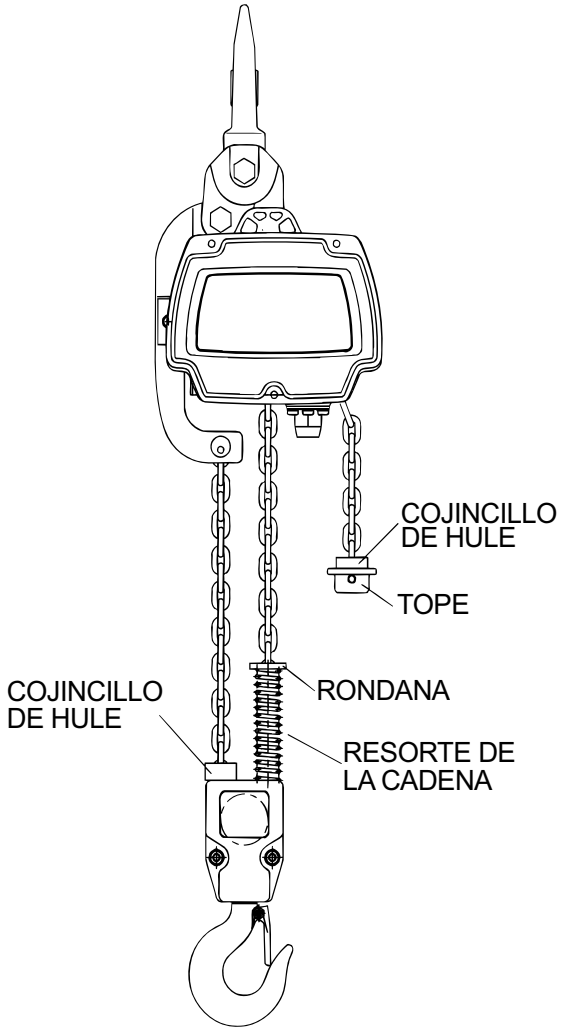

Figura 3-2 Configuración de los componentes de la cadena del ED1050
3.2.1 La cantidad y ubicación de los componentes de la cadena, incluyendo los Cojincillos de Hule y los Conjuntos de Rondanas y Tope se muestran en la Tabla 3-2, y la Figura 3-2. Compruebe que todos los componentes de la cadena están en la ubicación correcta y debidamente instalados. Nunca opere el polipasto/tecle de cadena con componentes incorrectos, faltantes o dañados.